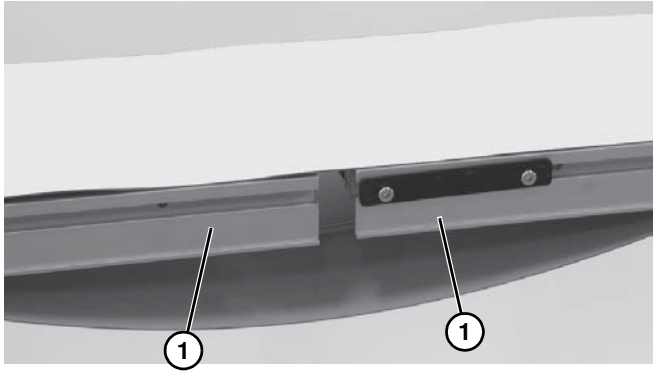

Figure 7
3. Dérouler la bande du convoyeur et placer les sections de châssis du convoyeur **(Figure 7, élément 1)** dans la boucle de la bande.